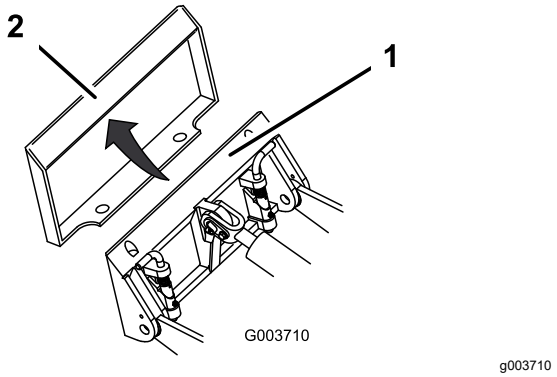

**Figura 24**
4. Coloque la placa de montaje debajo del reborde superior de la placa receptora del accesorio (Figura 24).